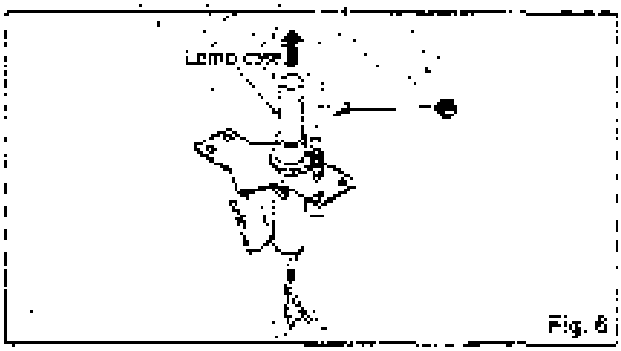

Fig. 6
12. Remove 1 screw ⊕ as shown in Fig. 6.
14. Remove L circlip. ⊕ and switch cam ⊕ as shown in Fig. 6.
16. Remove 4 screws ⊖ of the arm base cover as shown in Fig. 6.